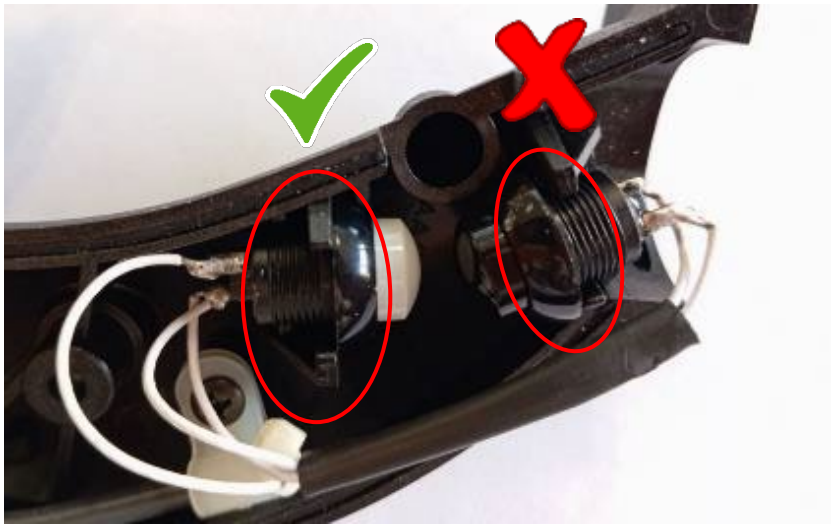

Figure 33 – Switches position (trigger removed for clarity)
19. Refer to Figure 33. Make sure that the two switches are correctly engaged in the half of the grip.